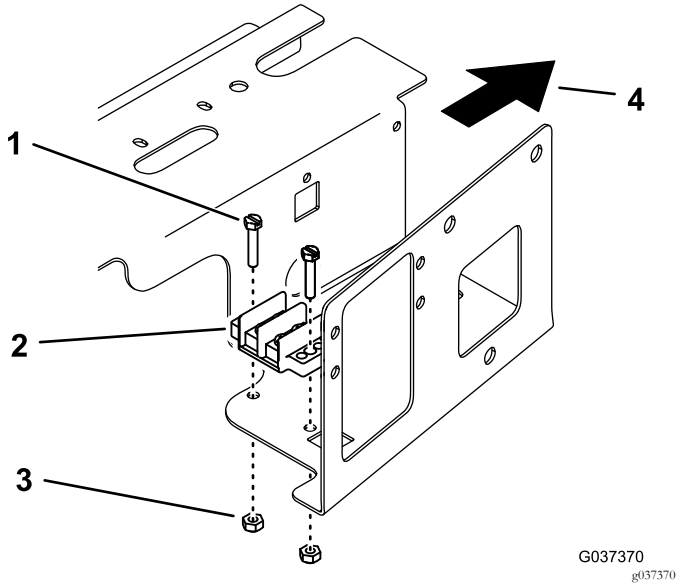

Figura 3
2. Montate la morsettiera di messa a terra sulla parte inferiore del vano con 2 viti e 2 dadi di bloccaggio (Figura 3).